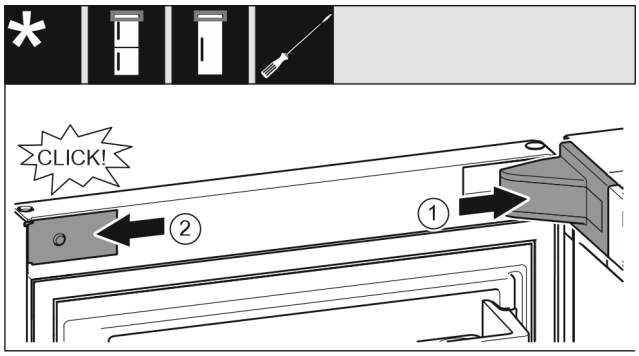

Fig. 22
- ▶ Uzlieciet un nofiksējiet gultņa balsta pārsegu *Fig. 22 (1)*, ja nepieciešams, uzmanīgi atspiediet.
- ▶ Sānos pielieciet un nofiksējiet aizsegu *Fig. 22 (2)*.